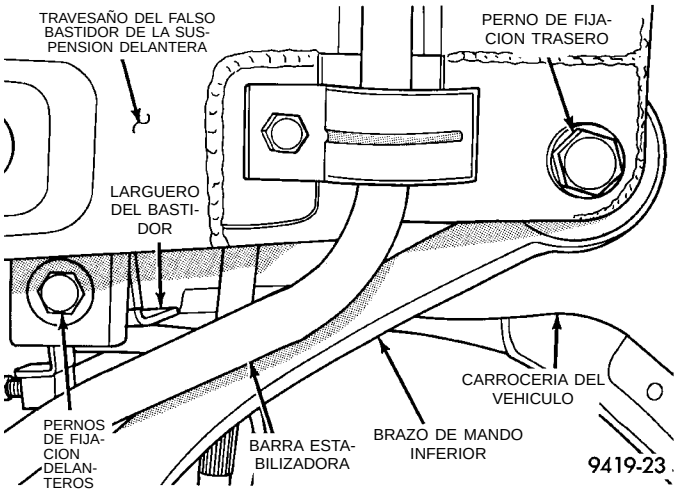
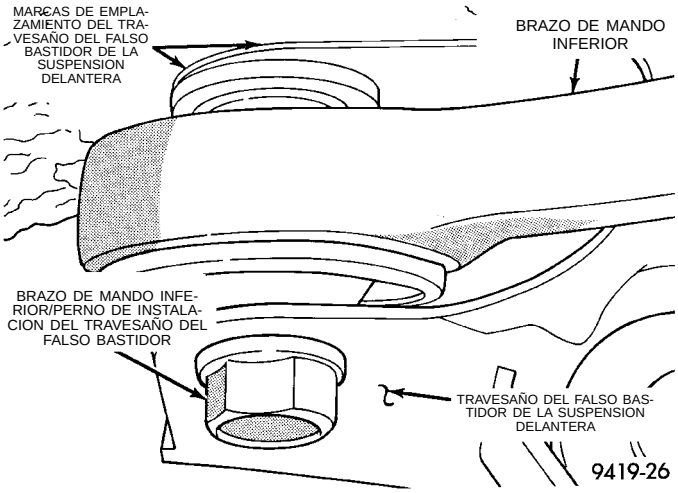

Fig. 13 Pernos de instalación del travesaño del falso bastidor de la suspensión delantera
Fig. 16 Travesaño del falso bastidor alineado con las marcas de emplazamiento
(12) Afloje y retire completamente los 2 pernos delanteros (Fig. 13) que fijan el travesaño de falso bastidor de la suspensión delantera a los largueros de bastidor del vehículo. Afloje luego los 2 pernos traseros (Fig. 13) que fijan el travesaño del falso bastidor de la suspensión delantera y brazo de mando inferior a la carrocería del vehículo. **Baje el travesaño del falso bastidor de la suspensión delantera mientras afloja los pernos traseros, pero no retire estos últimos del travesaño del falso bastidor.**
(2) Con un gato de transmisión, eleve el travesaño de falso bastidor de la suspensión delantera y el mecanismo de dirección contra la carrocería y el larguero de bastidor del vehículo. Introduzca los 2 pernos traseros en las planchas con rosca y que fijan el travesaño de falso bastidor de la suspensión delantera a la carrocería del vehículo (Fig. 13). Después instale los 2 pernos delanteros que fijan el travesaño de falso bastidor de la suspensión delantera a los largueros de bastidor del vehículo (Fig. 13). Apriete los 4 pernos de instalación hasta que el travesaño de falso bastidor de la suspensión delantera esté contra la carrocería del vehículo en los 4 puntos de instalación. Después apriete los 4 pernos de instalación con una torsión de 2 N·m (20 libras pulgada) para sostener en su lugar el travesaño de falso bastidor de la suspensión delantera.
PRECAUCION: Cuando vuelva a instalar el travesaño de falso bastidor de la suspensión delantera en el vehículo, éste DEBERA alinearse con las marcas de emplazamiento previamente trazadas en la carrocería del vehículo. (Fig. 16). Esto se DEBE hacer para mantener los reglajes de alineación NETOS DE FABRICA de la suspensión delantera.
(3) Con un martillo de metal blando, golpee suavemente el travesaño de falso bastidor de la suspensión delantera hasta que quede en posición, alineado con las marcas de emplazamiento trazadas anteriormente en la carrocería del vehículo (Fig. 16). Cuando el travesaño de falso bastidor de la suspensión delantera esté correctamente emplazado, apriete los 2 pernos de instalación traseros del travesaño de falso bastidor/brazo de mando inferior con una torsión de 163 N·m (120 libras pie). Después apriete los 2 pernos delanteros de fijación del travesaño de falso bastidor al larguero de bastidor con una torsión de 163 N·m (120 libras pie) (Fig. 13).